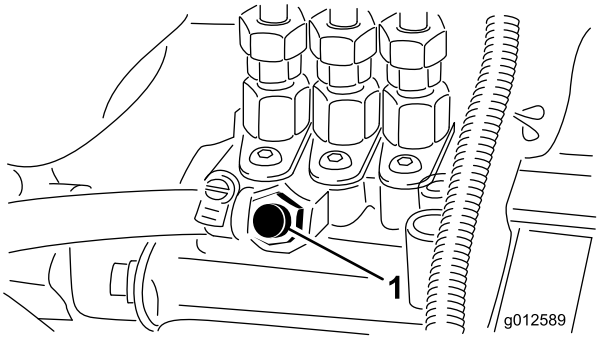

**Figuur 31**
3. Draai de ontluchtschroef op de brandstofinjectie-pomp open (Figuur 31).